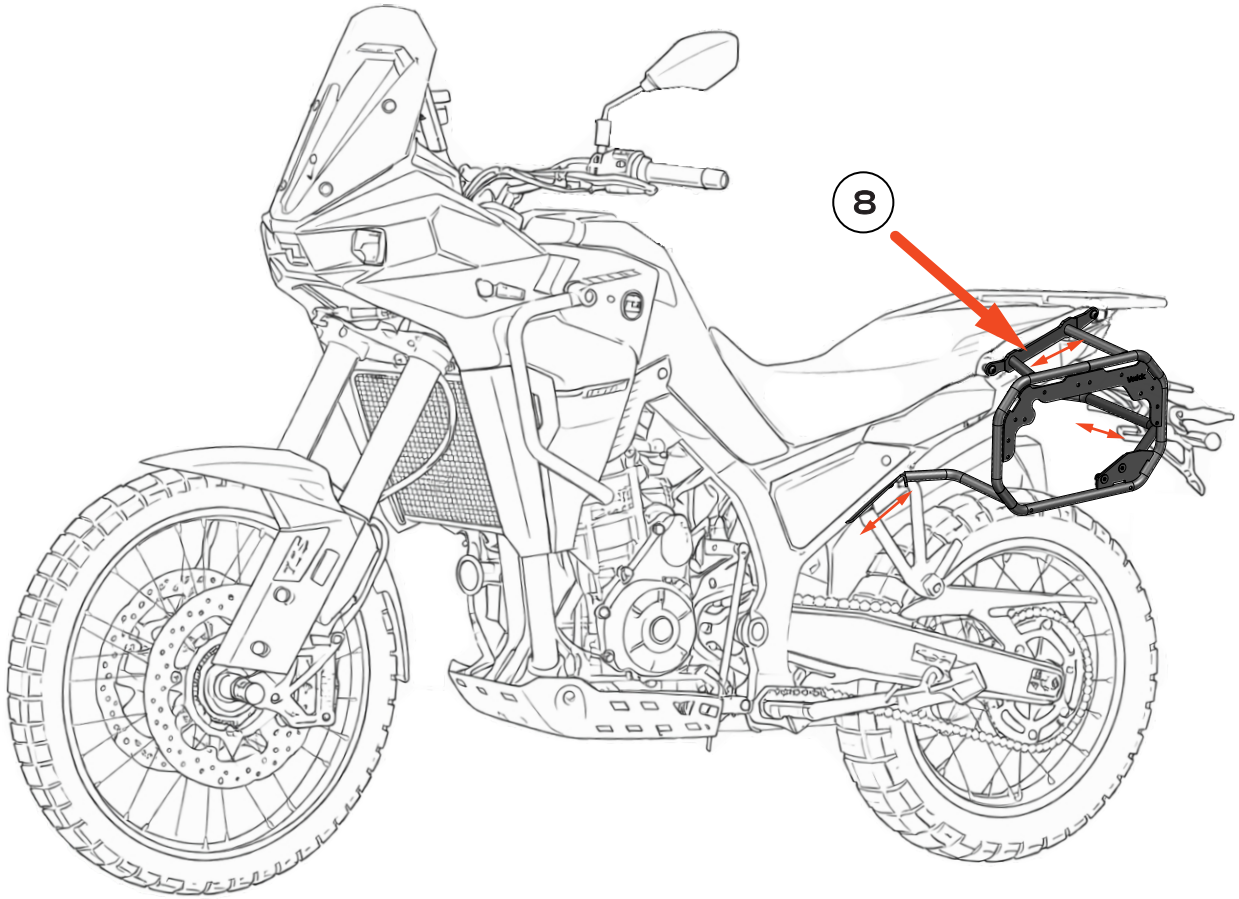

Fig.9
8. Adjust the side carriers along the motorcycle's axis and tighten all bolts with the appropriate fastening torque. **[Fig. 9]**